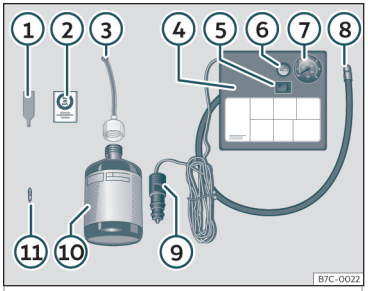

Fig. 34 Representación estándar: contenido del kit antipinchazos.
El kit antipinchazos se encuentra en el compartimento del maletero bajo el revestimiento del suelo. Incluye los siguientes componentes>>> **fig. 34** :
- Desenrosque la caperuza y el obús de la válvula del neumático. Utilice el aparato >>> **fig. 34** (1) para extraer el obús. Colóquelo en una superficie limpia.
- Agite con fuerza la botella de sellante de neumáticos>>> **fig. 34** (10).
- Enrosque el tubo de inflado>>> **fig. 34** (3) en la botella de sellante. El precinto de la botella se romperá automáticamente.
- Retire el tapón del tubo de llenado ››› **fig. 34** ③ y enrosque el extremo abierto del tubo en la válvula del neumático.
- Vuelva a colocar el obús con el aparato ››› **fig. 34** ① en la válvula del neumático.
- Enrosque el tubo de inflado del neumático del compresor››› **fig. 34** ⑧ en la válvula del neumático.
- Compruebe que el tornillo de evacuación de aire está cerrado››› **fig. 34** ⑥.
- Acople el conector››› **fig. 34** ⑨ a toma de corriente de 12 voltios del vehículo ››› **pág. 152**.
- Conecte el compresor de aire con conmutador ON/OFF››› **fig. 34** ⑤.
- Pegue el adhesivo››› **fig. 34** ② en el cuadro de instrumentos, dentro del campo visual del conductor.
Vuelva a enroscar el tubo de inflado ››› **fig. 34** ⑤ y compruebe la presión en el manómetro ⑥.